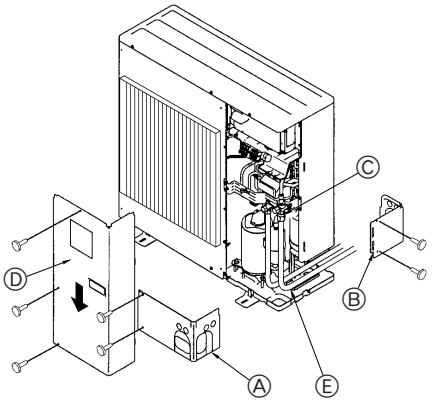

Fig. 4-3
① Verwijder de dop, trek het handvat naar u toe en draai dit een kwartslag tegen de klok in om de kraan te openen.
② Let erop dat de afsluitkraan geheel open is, druk de hendel in en draai de kap terug naar de oorspronkelijke stand.
4.3. Koelleidingen (Fig. 4-3)